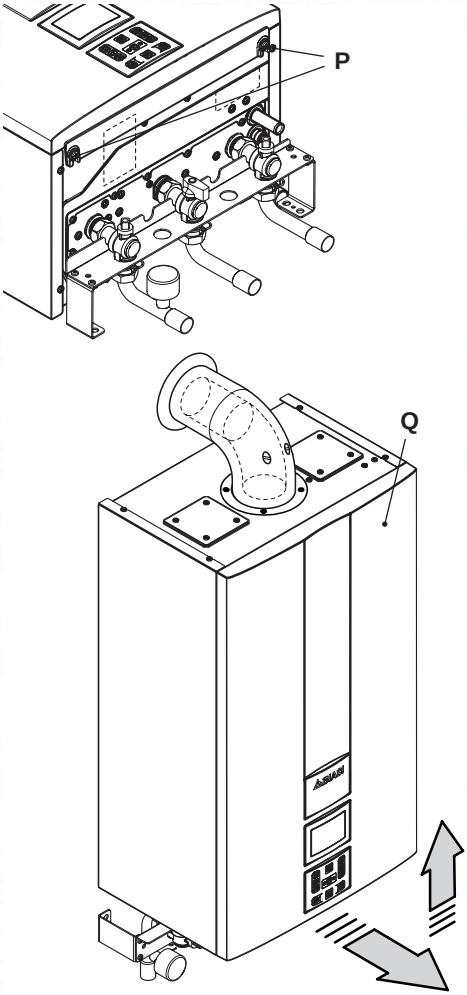

Fig. 6.16
- Unscrew screws "P" and remove the front panel "Q" by pulling it and pushing it towards the top so that it is freed from the top housing Fig. 6.16.